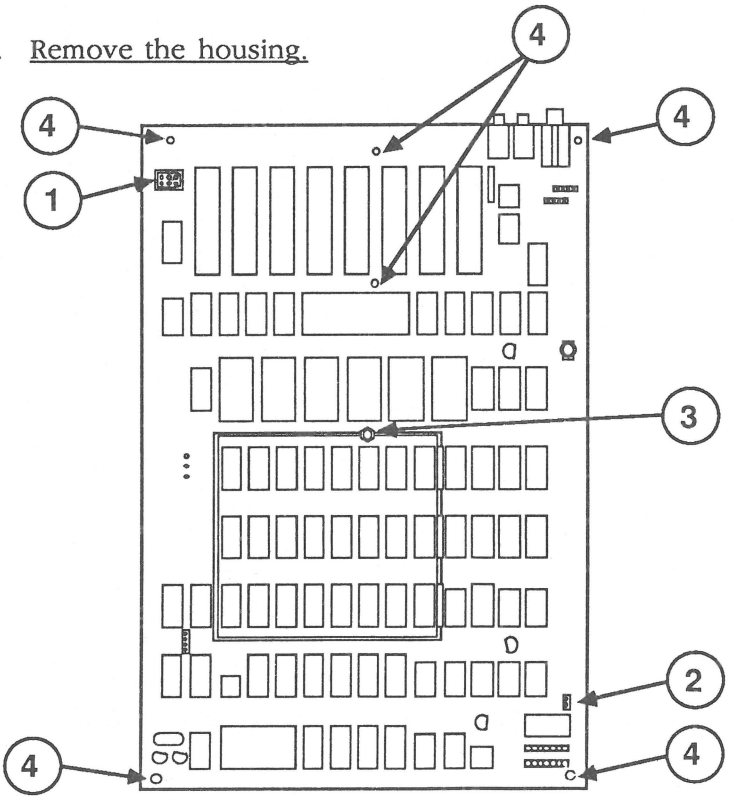

FIGURE 3
IPL.5 ProFile Interface Card (Figure 3)
2. Pinch the front and rear sides of the power supply connector (Figure 3, #1) and pull the connector from its mating socket.
3. Unplug the speaker connector (Figure 3, #2).
4. Using the nutdriver, remove the nut and lockwasher (Figure 3, #3) in the middle of the motherboard.
5. Using the needlenose pliers, push in on the flanges of the six standoffs (Figure 3, #4).